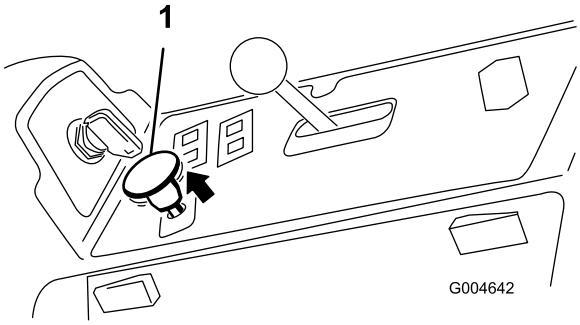

Figur 19
3. Dra upp kraftuttagsbrytaren för att koppla in den (Figur 19).